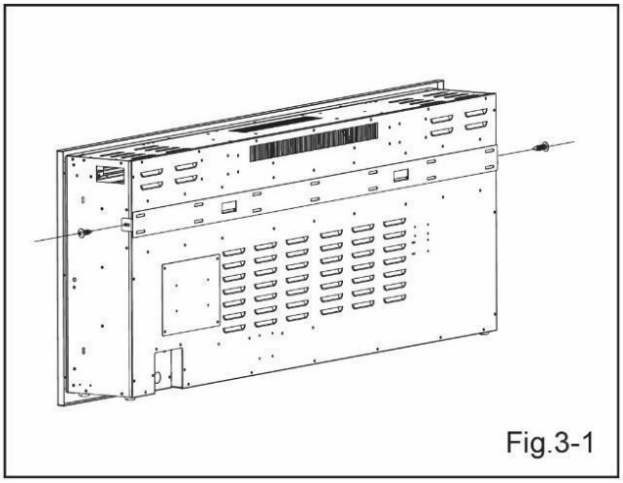

Fig.3-1
- Retire el soporte de pared (**H**) de la parte posterior de la unidad quitando los tornillos, consulte la FIG. 3-1. Deje los tornillosa un lado.